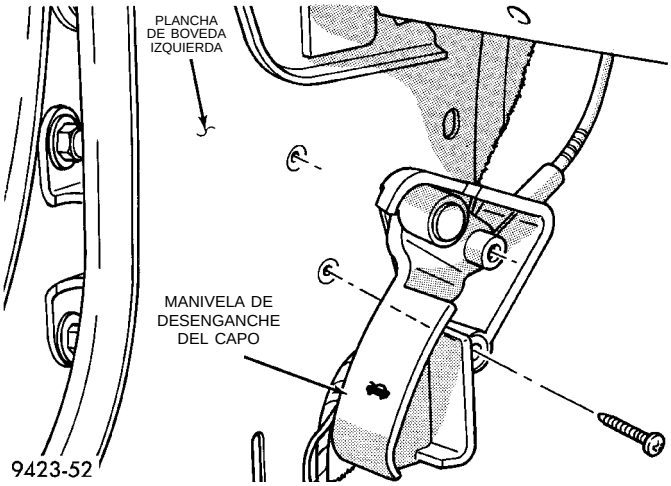

Fig. 3 Cable de desenganche del capó
(1) Desconecte el cable de desenganche del capó a distancia del pestillo del capó.
(2) Retire la plancha de bóveda delantera izquierda.
(3) Retire los tornillos que sujetan la manivela de desenganche del capó a la plancha de bóveda (Fig. 3).
(4) Desacople la arandela de goma del salpicadero, detrás del tablero de instrumentos.
(5) Tire del cable de desenganche a través de un orificio en el salpicadero.
(6) Separe el cable y la manivela del vehículo.